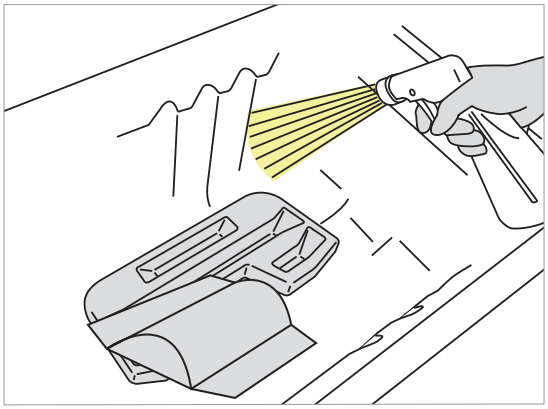

Abbildung 60
10. Besprühen Sie alle Innenflächen der Classic Line 2 Badewanne und das Zubehör auf dem Boden der Classic Line 2 Badewanne mit Desinfektionsmittel. Drehen Sie das Zubehör herum und besprühen Sie es auch auf der anderen Seite. Achten Sie auf Teile, Knäufe und Sensoren, die auf der Wannenoberfläche angebracht sind, z. B. Ablauföffnungsknauf und Griffe. Siehe Abbildung 60.